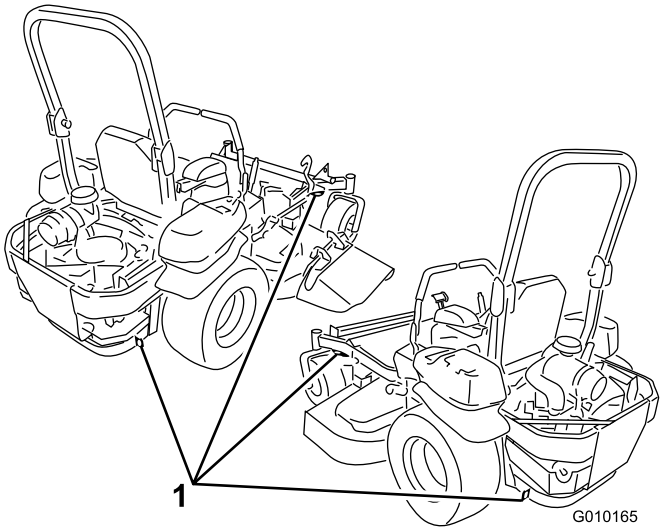

Figuur 37
5. Gebruik de metalen bindogen op de machine om de machine goed te bevestigen op de aanhangwagen of de vrachtwagen met banden, kettingen, kabels of touwen (Figuur 37).